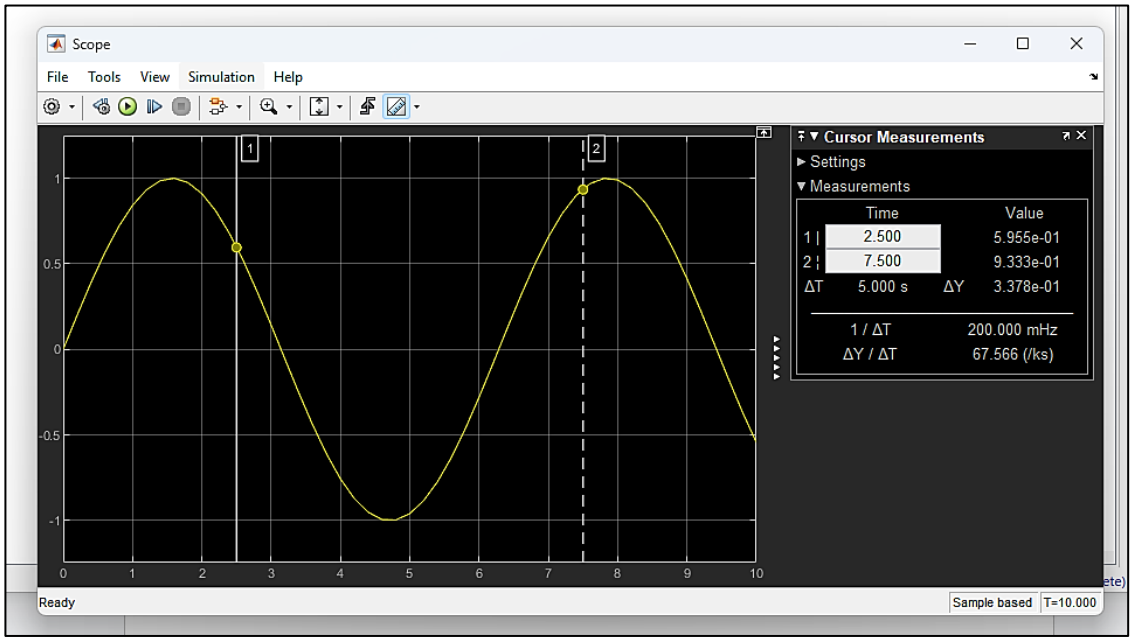

Figure 4
8. Click the cursor measurement and, using the horizontal cursors, note down the value of peak-to-peak amplitude and using the vertical cursors, note down the periodic time of the waveform, as shown in Figure 4.